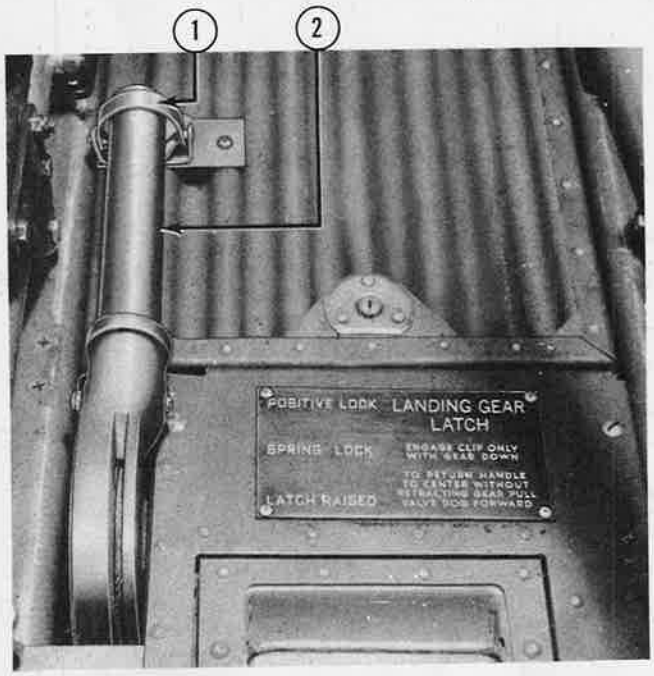
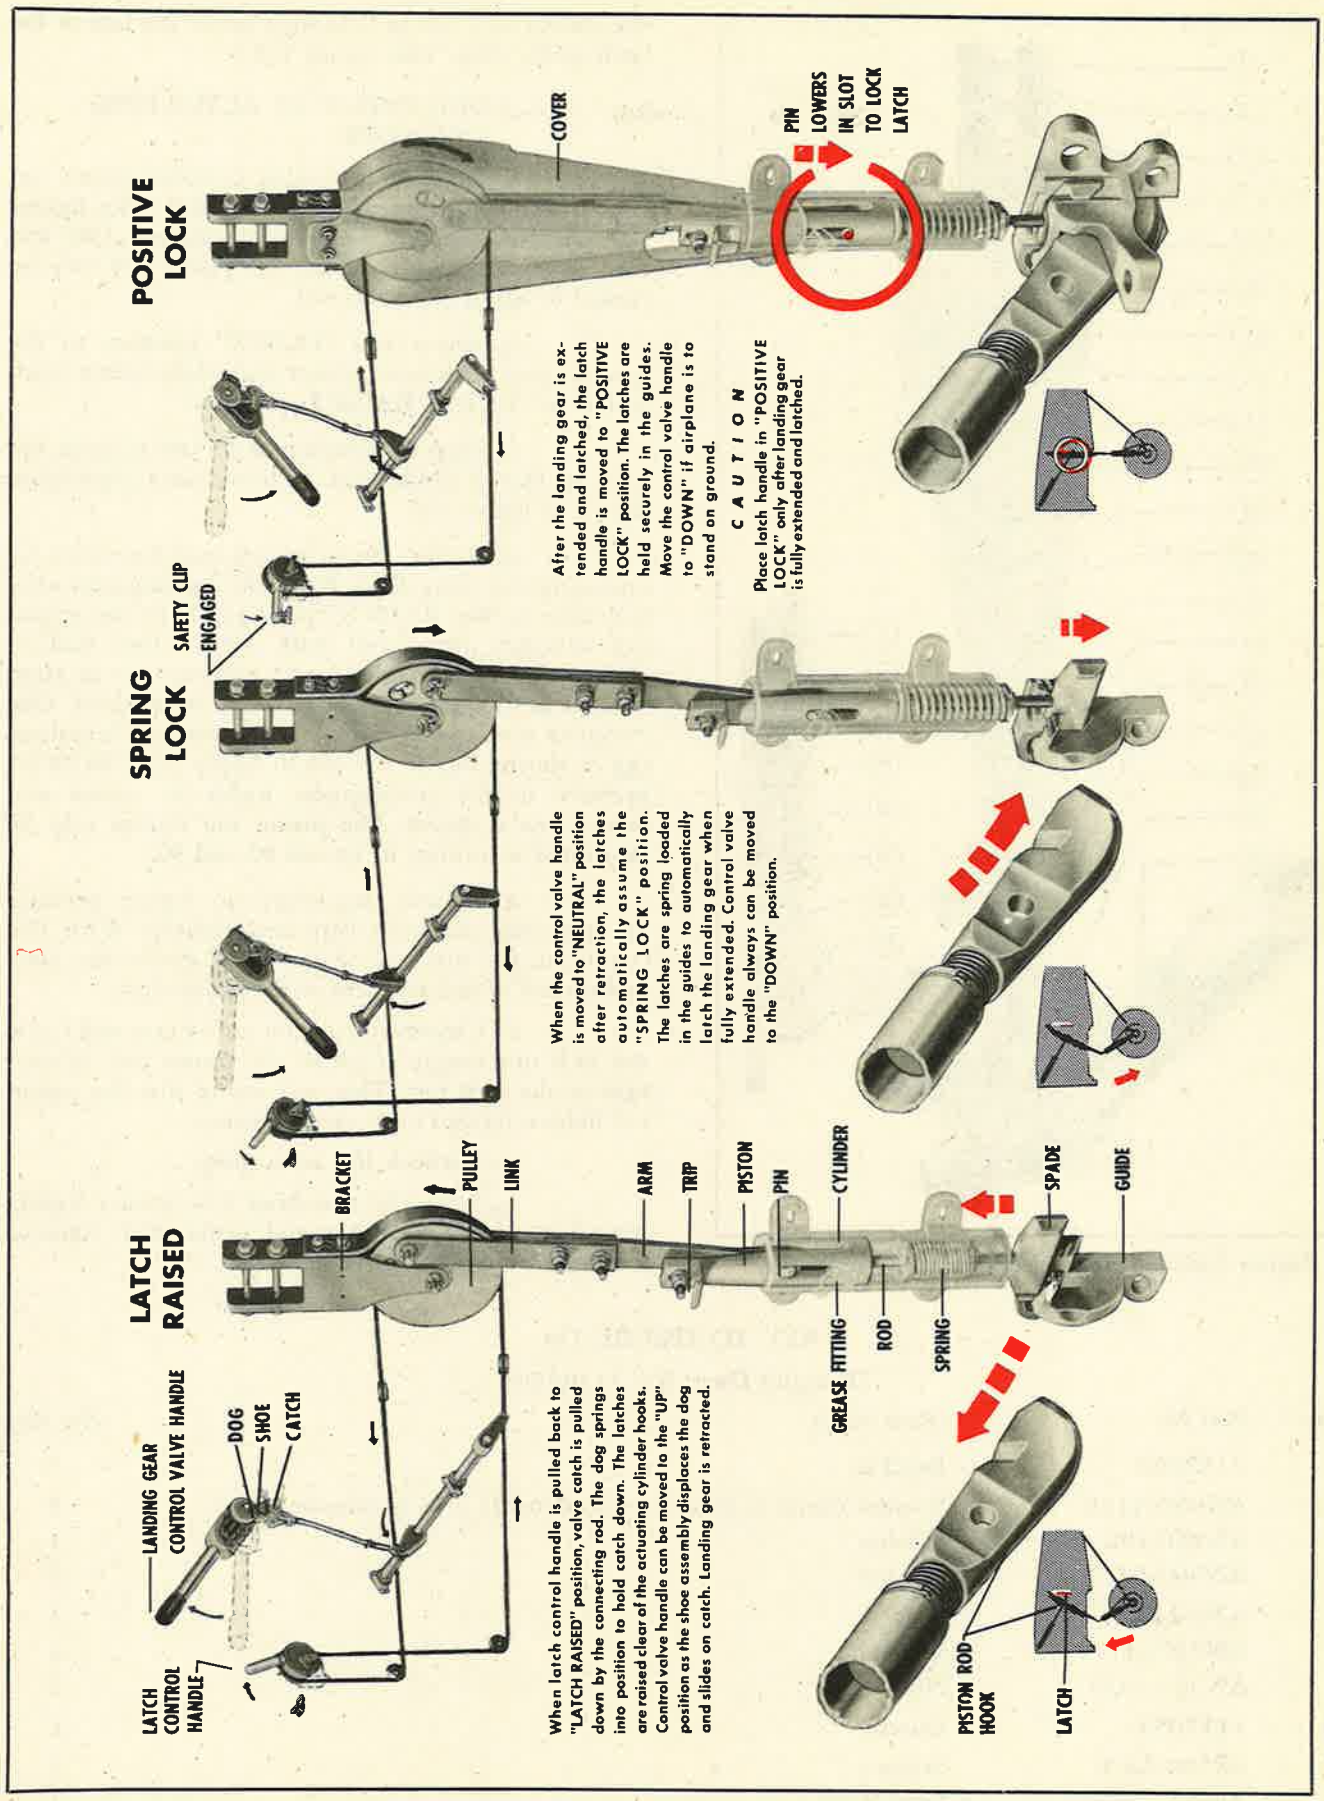
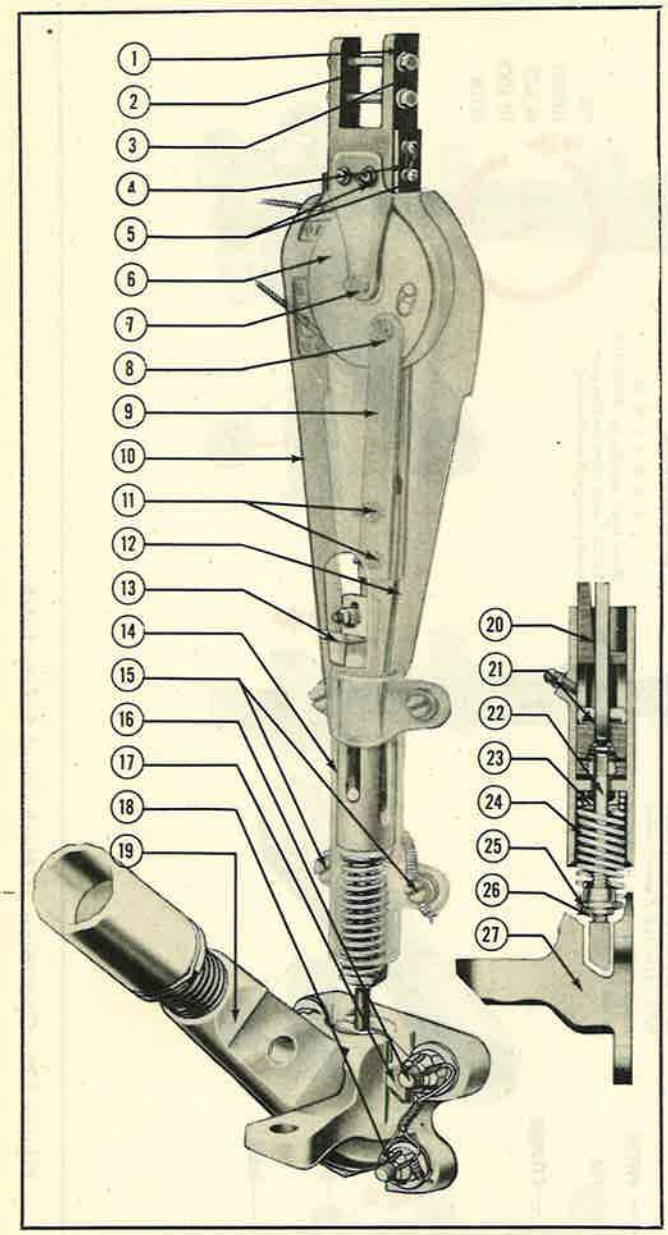

Figure 134—Mechanical Safety Latch Control Handle Installed
Figure 135—Operation of Mechanical Safety Latch
Figure 136—Mechanical Safety Latch Assembly
1. Place the mechanical safety latch control handle (figure 134) in the "LATCH RAISED" position. This will raise the safety latches, releasing the landing-gear actuating cylinder piston rod hooks.
(a) DESCRIPTION. — A spring-loaded, mechanical safety latch (figure 135) is installed in each nacelle on the forward side of the wing front spar. The unit automatically latches, when the landing gear is fully extended, by engaging a slot (figure 136) in the lower end of the actuating cylinder piston rod. Latches for both gears are controlled simultaneously by cables connected to a single control handle (figures 134 and 140) located on the floor to the right of the pilot's seat. The control handle has three positions: "LATCH RAISED," which releases the landing gear for retraction; "SPRING LOCK," which receives and latches the landing-gear actuating cylinder hook (landing gear extended); and "POSITIVE LOCK," for safety locking the actuating cylinder piston rod hook when the gear is extended completely. The control handle is connected by linkage to a catch and dog (figure 141) on the landing-gear control valve. The catch and dog prevent the control valve from being moved into the "UP" position if the mechanical safety latch is in the "POSITIVE LOCK" or "SPRING LOCK" positions. For operating instructions refer to this paragraph, *b.* (1) *(a)* and figure 135.
KEY TO FIGURE 136
KEY TO FIGURE 136 (Continued)